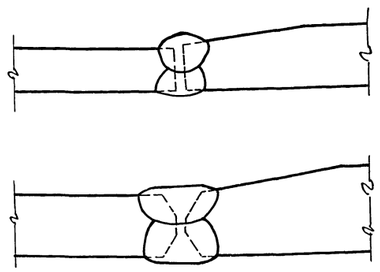

Рис. 2
7. Конец обрываемого в пролёте дополнительного листа нижнего пояса главной балки и швы на этом участке должны быть обработаны по рис. 2.